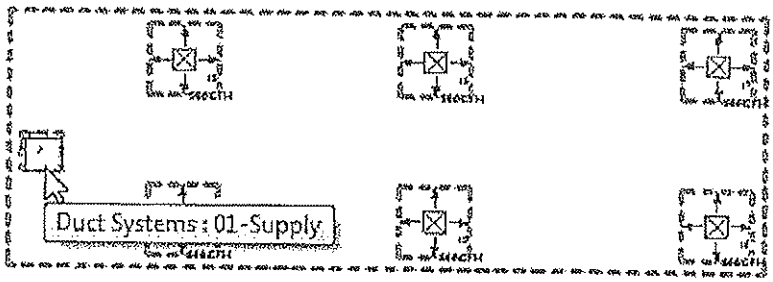

Figure 8–71
1. Select one of the air terminals or hover over an air terminal or the mechanical equipment in a system and press <Tab> until you see the outline of the system, as shown in Figure 8–71. Click to select the system.